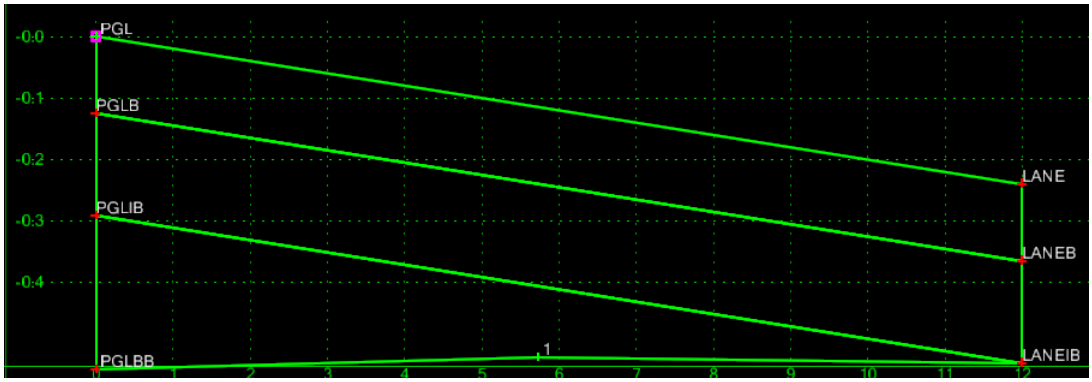

Figure L7-32 Create Template Grid
• Verify point **PGLBB** and the Constraints were applied. The View will have also automatically adjusted to fit the Grid as shown in *Figure L7-32*. If not click the **Fit** button. The Base Pavement Layer looks strange at this point but will take shape once all the Constraints are defined and applied.